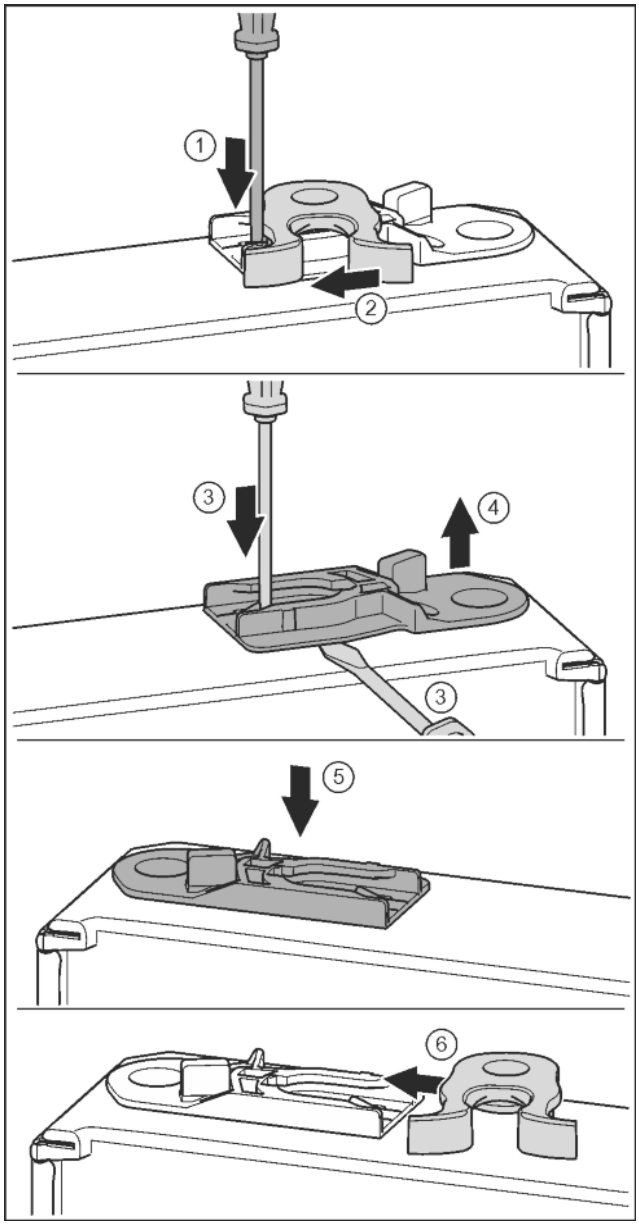

Fig. 20
- ▶ Нажать накладку шлицевой отверткой вниз. *Fig. 20 (1)*
- ▶ Запорный крючок вывести из направляющей. *Fig. 20 (2)*
- ▶ Извлечь направляющее гнездо: нажать накладку шлицевой отверткой и одновременно переместить ее шлицевой отверткой под направляющее гнездо. *Fig. 20 (3, 4)*
- ▶ Прилагаемое при поставке направляющее гнездо вставить на другой стороне корпуса. *Fig. 20 (5)*
- ▶ Запорный крючок вставить в направляющую. *Fig. 20 (6)*